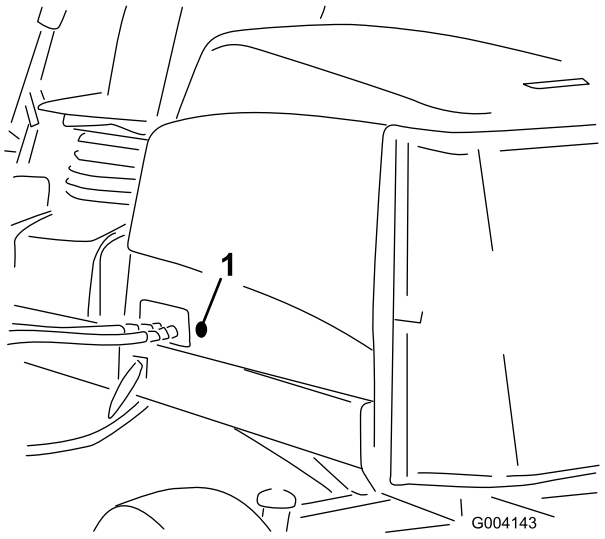

Rysunek 15
2. Zdejmij gumową przelotkę z otworu na lewej stronie maski (Rysunek 15).